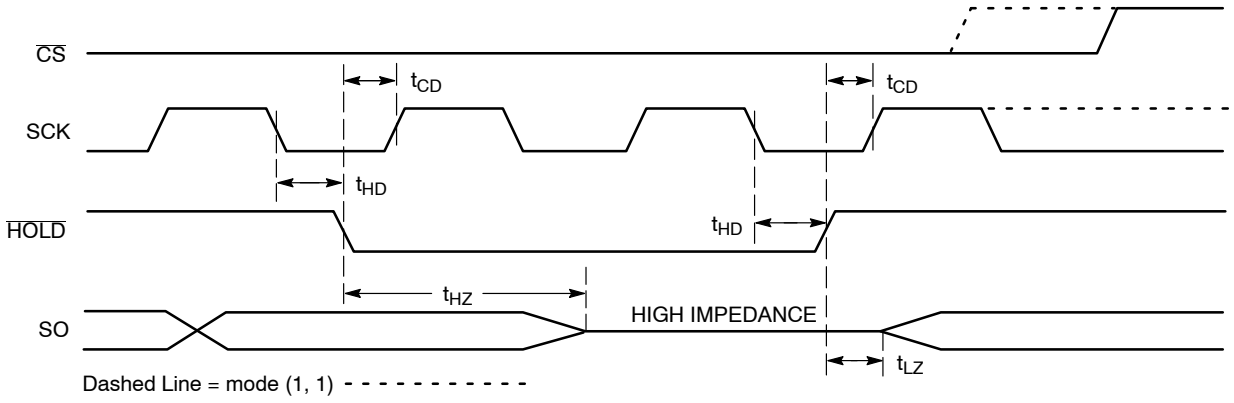

Figure 11. $\overline{HOLD}$ Timing
The $\overline{HOLD}$ input can be used to pause communication between host and CAV25080/160. To pause, $\overline{HOLD}$ must be taken low while SCK is low (Figure 11). During the hold condition the device must remain selected ($\overline{CS}$ low). During the pause, the data output pin (SO) is tri−stated (high impedance) and SI transitions are ignored. To resume communication, $\overline{HOLD}$ must be taken high while SCK is low.